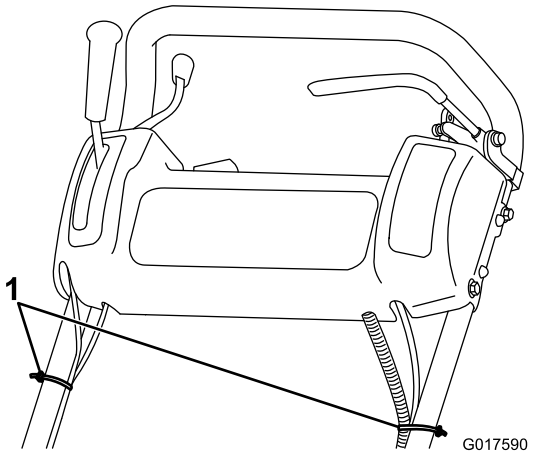

Figur 4
8. Fäst kablarna och kablaget vid handtaget med kabelband (Figur 4).